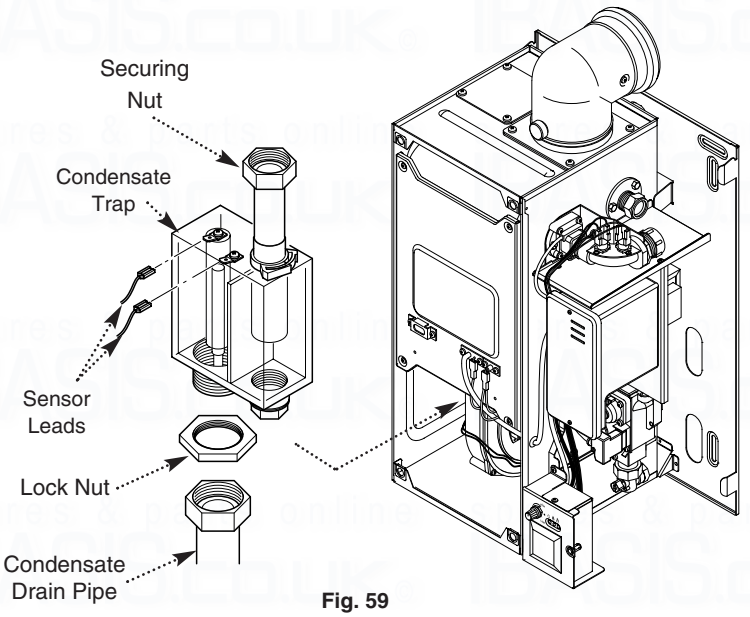

Fig. 59
13.12 Condensate Trap (Fig. 59)